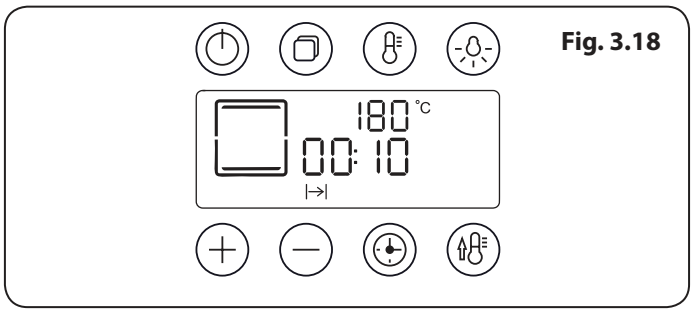
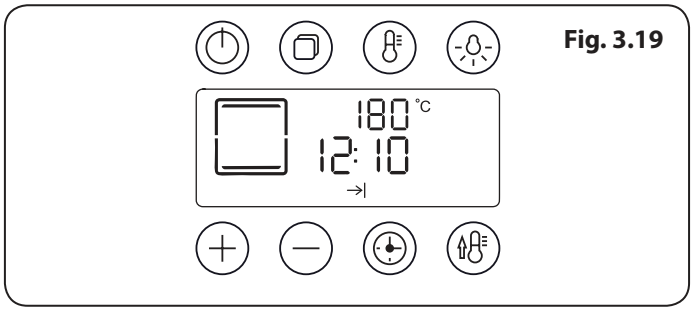

Fig. 3.18
Fig. 3.19
4. Ugnen kommer att gå in i Standby-läge efter 3 sekunder, displayen kommer att visa 'tillagningsperioden' (**Fig. 3.18**) och 'sluttiden' (**Fig. 3.19**). Att ändra tillagningsfunktion kommer att rensa valet.
Obs: **Fig. 3.18** och **Fig. 3.19** visar vanlig värmefunktion som illustration. Alla andra lägen är tillgängliga.